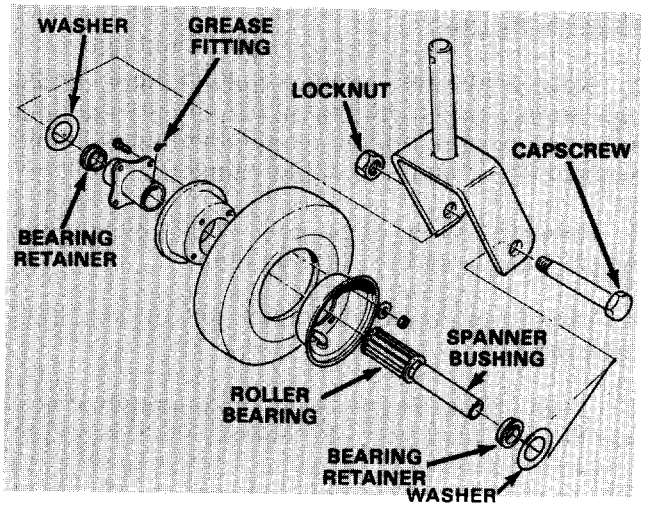

Figure 24
1. Remove locknut from capscrew holding castor wheel assembly between castor fork (Fig. 24). Grasp castor wheel and slide capscrew out of fork.
Note: Account for the two thrust washers (Fig. 24).
2. Tip wheel to the side and allow spanner bushing to fall out (Fig. 24).
6. Pump grease through grease fitting on wheel (Fig. 24) until bearing is greased thoroughly.